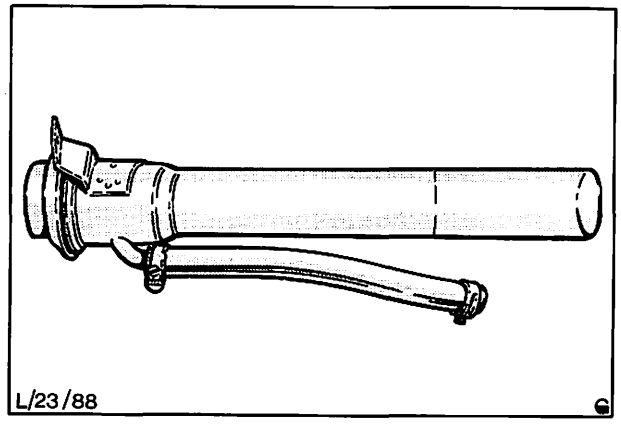

Abb. 193 Einfüllstutzen mit Entlüftungsleitung
5. Unter dem Fahrzeug Einfüllstutzen ausbauen und Entlüftungsleitung vom Einfüllstutzen abbauen, Abb. 193.